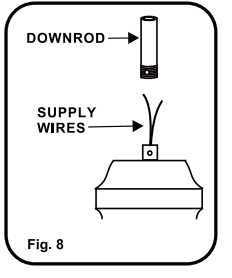
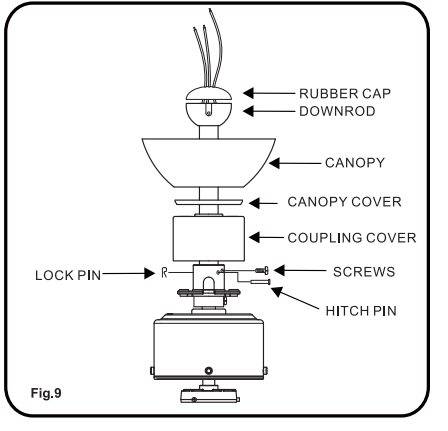

Fig. 8
Fig.9
Step 4.Carefully feed fan wires up through the downrod(Fig 8) Thread the rod into the coupling, next line up holes and replace lock pin and hitch pin. Tighten set screws. (Fig.9)
Step5.Slip coupling cover, canopy cover, and canopy onto downrod (Fig.9).Carefully reinstall hanger ball onto rod being sure that cross pin is in the correct position, set screws are tighten and wires are not twisted.
Step 6.Place downrod rubber cover onto the hanger ball.(Fig.9)